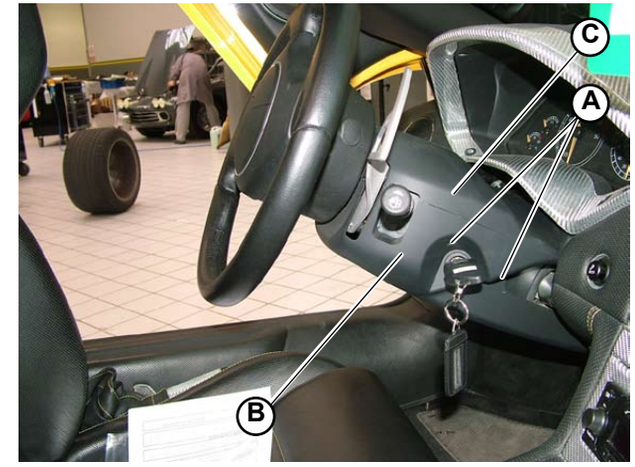

Fig.2
2. Remove the lower part of the cover (**B-Fig.2**).
3. Remove the upper part of the cover (**C-Fig.2**).